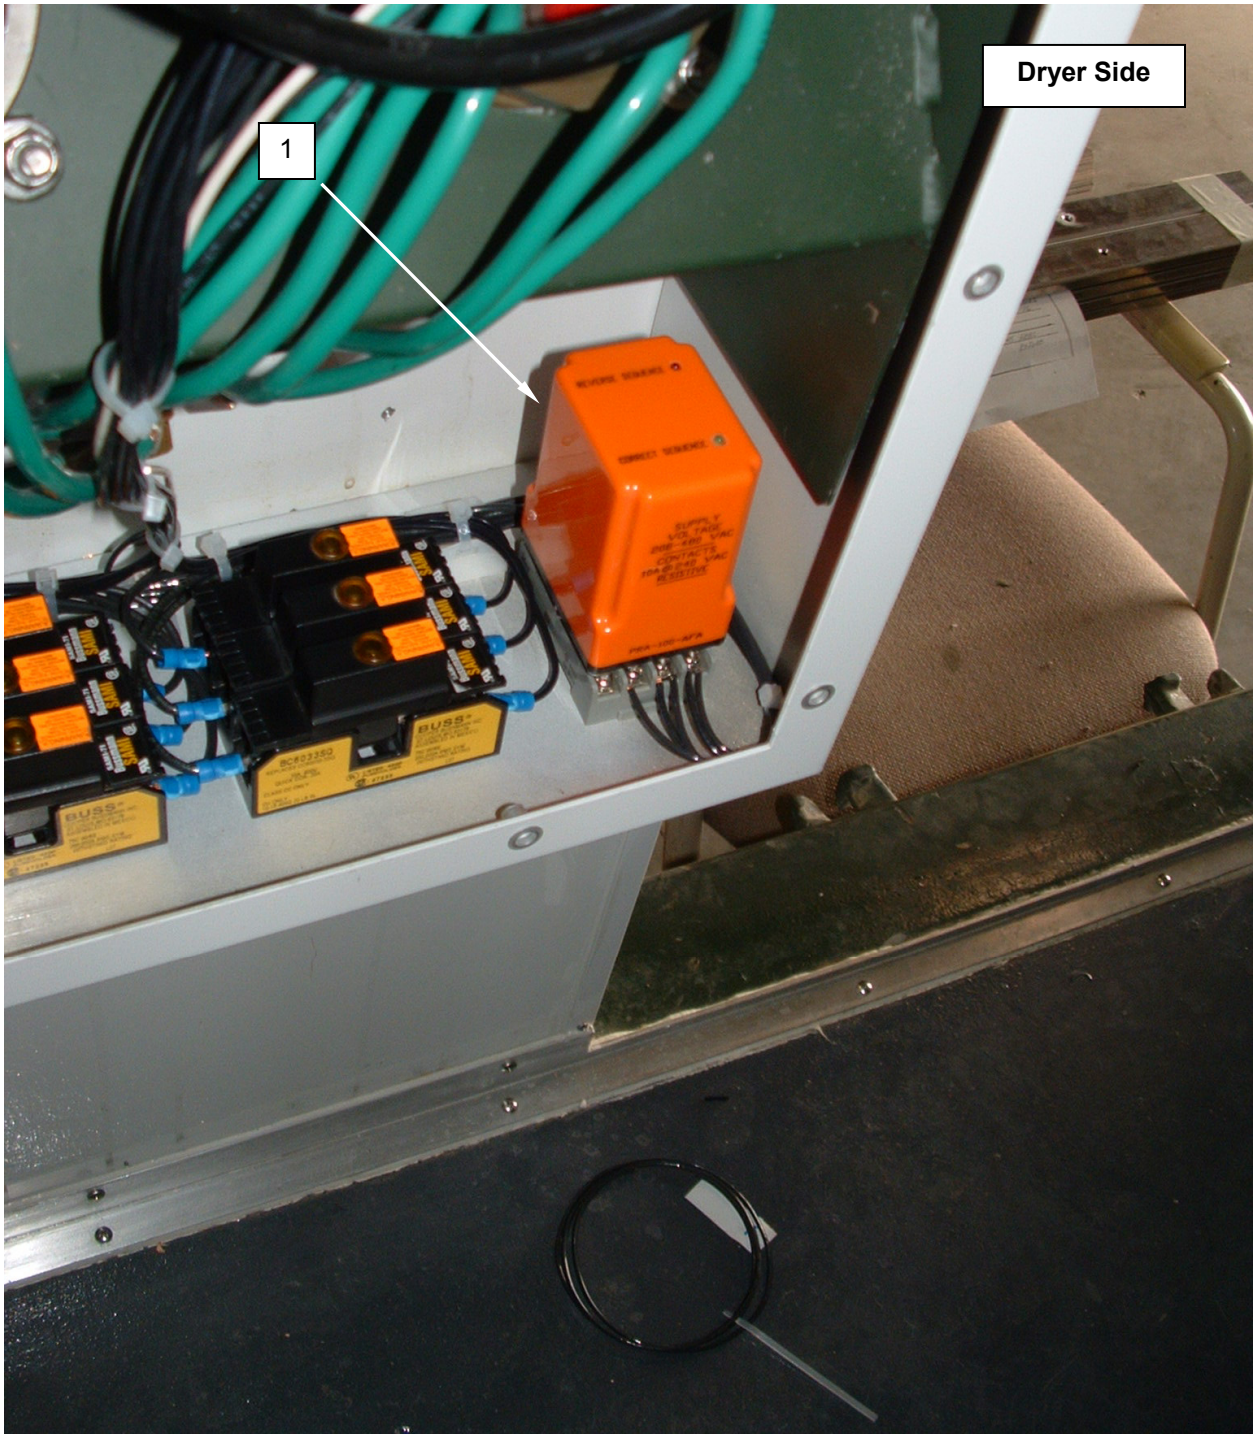

Figure 1. Inspect the Phase Monitor Relay.
3. Inspect the phase monitor relay(s) **(Figure 1, Item 1)** for visible damage.